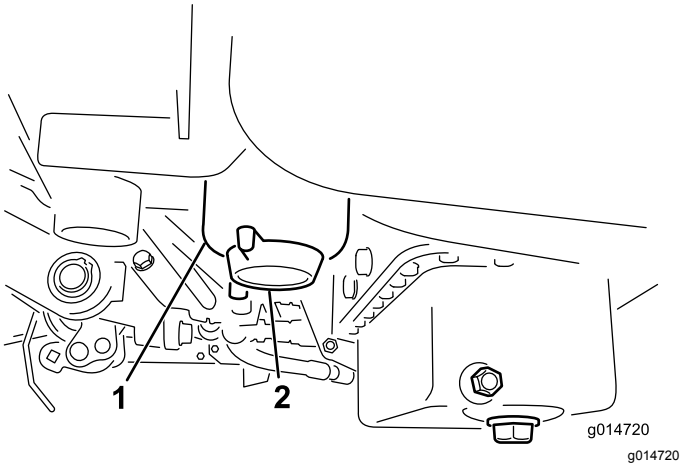

Figuur 30
3. Open de aftapplug op het brandstoffilter ongeveer één slag en tap eventueel water af (Figuur 30).